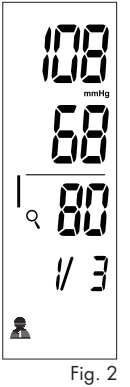

Fig. 2
5. Aparecerán todos los resultados para una determinada medición, incluidos los resultados de la medición, la frecuencia del pulso, el indicador de hipertensión y la alerta de ritmos cardíacos irregulares (si corresponde). La fecha/hora de la medición se alternará también, Fig 2.